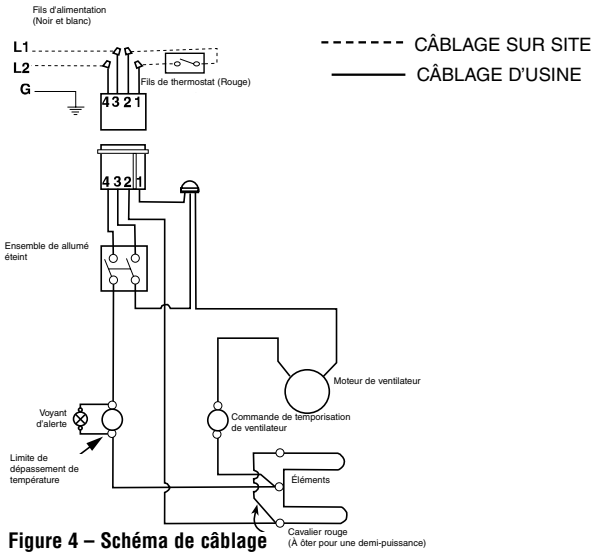

Figure 4 – Schéma de câblage
1. Suivez le schéma de câblage (Figure 4) pour brancher les fils d'alimentation et les fils de thermostat avec les fils du radiateur dans le boîtier arrière.